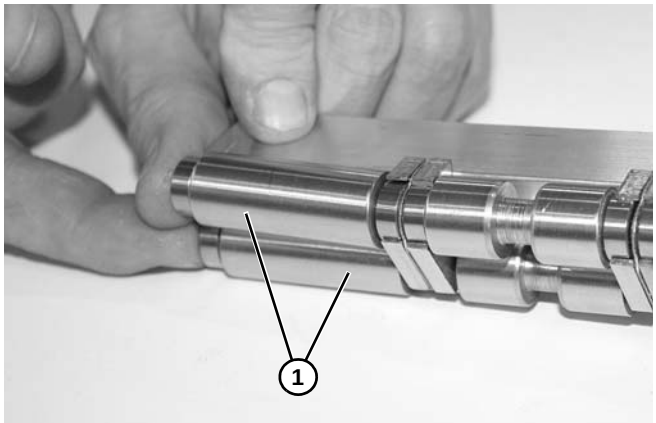

Abbildung 67
7. Spindeln **(Abbildung 67, Teil 1)** abnehmen.